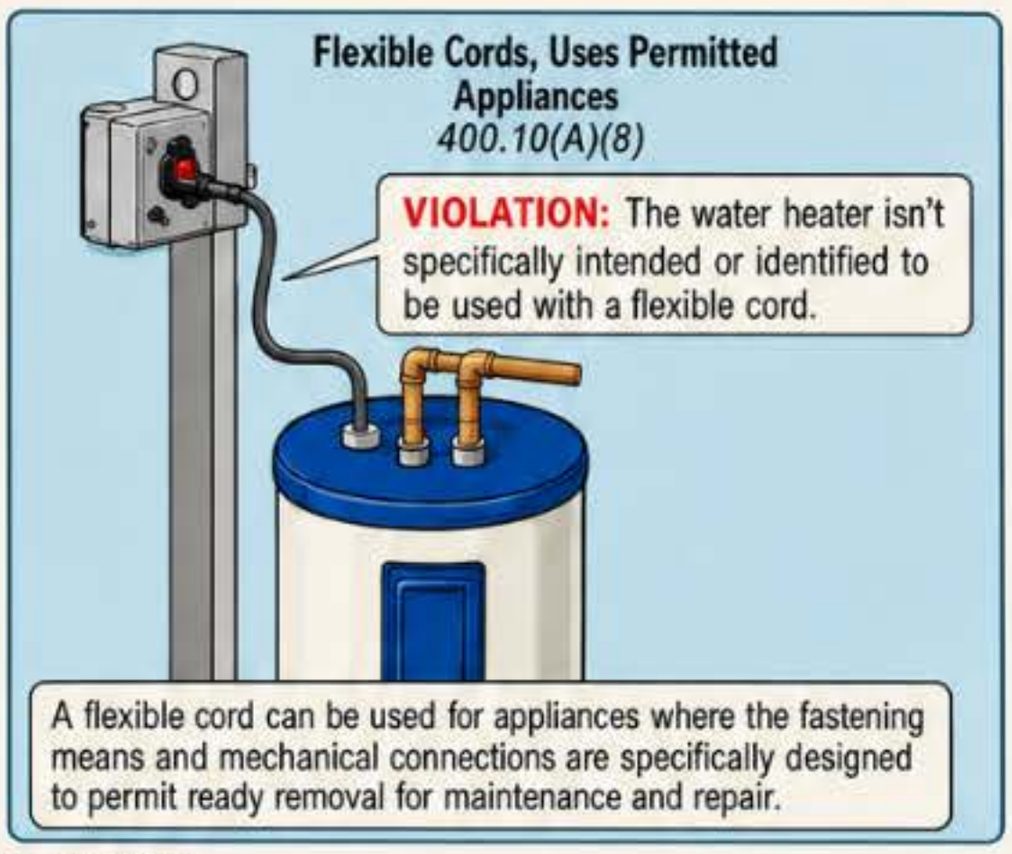

Figure 400–6
(B) Attachment Plugs. Attachment plugs are required for flexible cords used in any of the following applications: ▶ **Figure 400–7**
- ▶ Stationary equipment to facilitate its frequent interchange [400.10(A)(6) and 422.16].